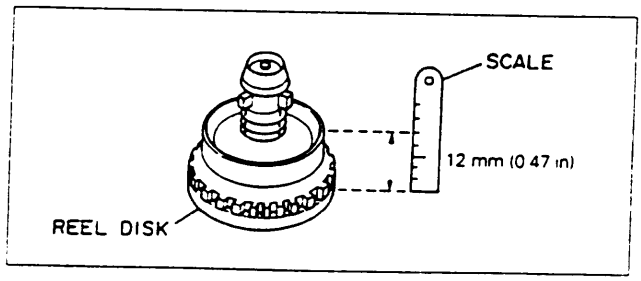

Fig. 2-4-13
2) Add or remove washers at the bottom of the reel disk to adjust for 12 mm (0.47 in). See Fig. 2-4-13.